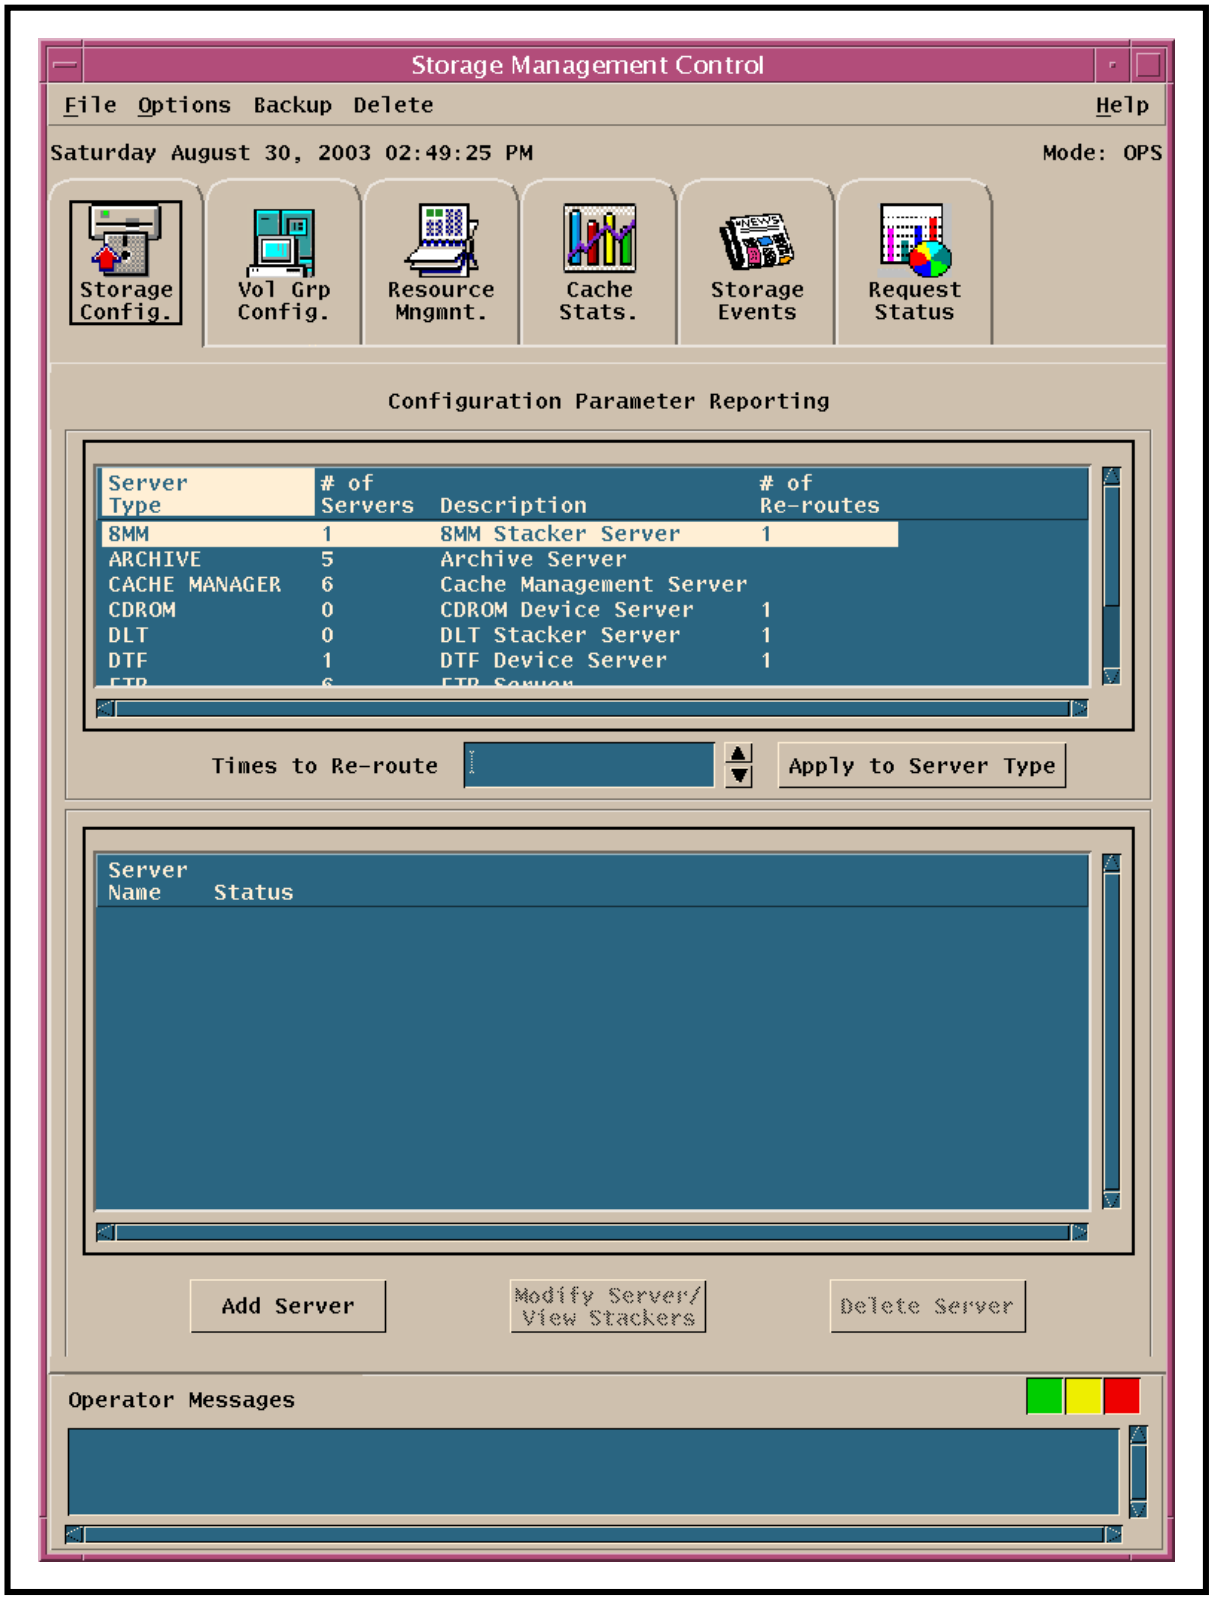

Figure 11. Storage Config. Tab (Storage Management Control GUI)
- The **Storage Management Control** GUI **Storage Config.** tab (Figure 11) is displayed.